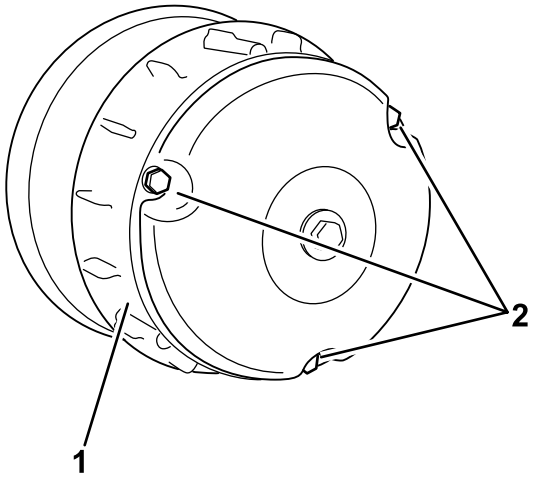

Bild 62
2. Entfernen Sie die drei Schrauben, mit denen die Abdeckung an der Kupplung befestigt ist, und nehmen Sie die Abdeckung ab (Bild 62).
4. Setzen Sie die Kupplungsabdeckung auf und befestigen Sie sie mit den drei in Schritt 2 entfernten Schrauben (Bild 62).